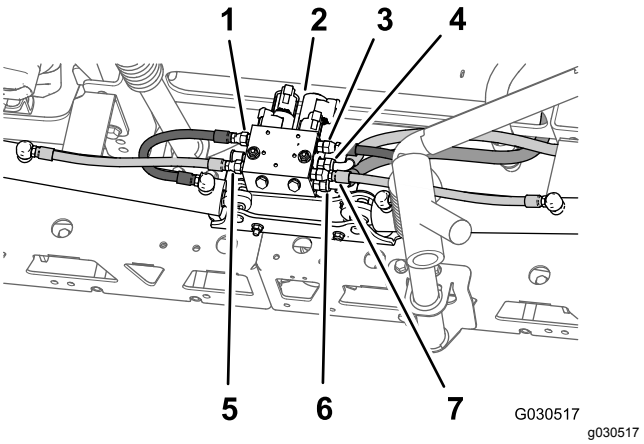

Figur 71
2. På baksidan av maskinen tar du bort hydraulslangarna som går mellan sprutrampslyftens grenrör och hydraulcylindern (Figur 71).